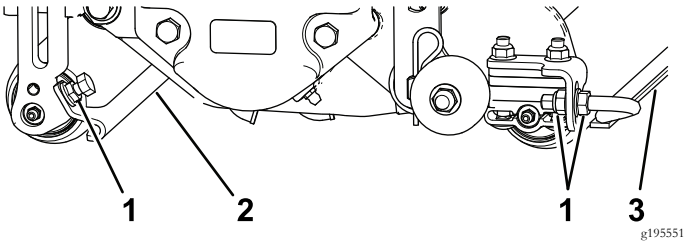

Figura 11
1. Desaperte as porcas flangeadas que fixam os raspadores do rolo (Figura 11).
Antes de as unidades de corte vertical serem baixadas até ao chão ou retiradas da unidade de tração, baixe os rolos de transporte (Figura 11) para proteger as lâminas do contacto com a superfície dura.